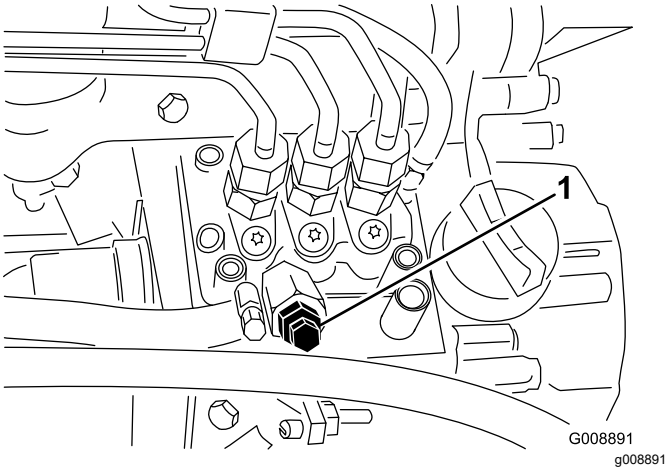

Figur 39
3. Öppna avluftarskruven på bränsleinsprutningspumpen (Figur 39).